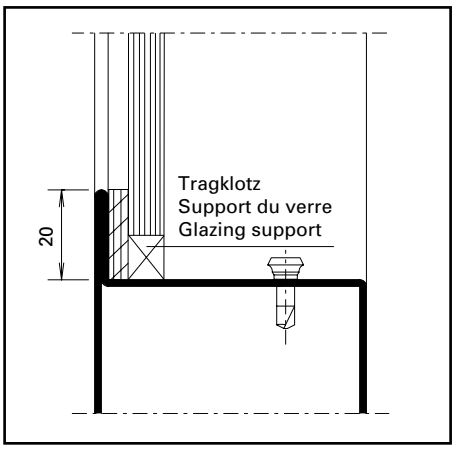

Abb. 12 / Fig. 12 / Fig. 12
2. Glaselemente mit Glas-Tragklotz 453.020/453.021 einsetzen (Abb. 12)
2. Poser l'élément vitré avec les supports de verre 453.020/453.021 (fig. 12)
2. Fit the panes of glass with glazing supports 453.020/453.021 (fig. 12)